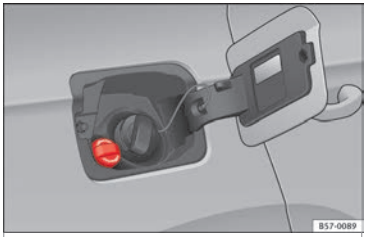

Fig. 238 AdBlue tank cap.
- Open the tank cover ››› Fig. 238.
- Turn the SCR tank cap anti-clockwise ››› Fig. 238.